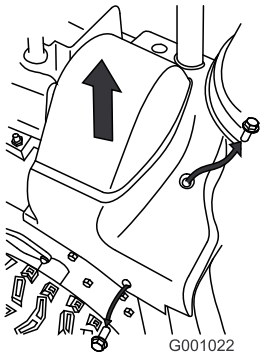

Figur 44
2. Løft opp den høyre siden av remdekslet (Figur 44).